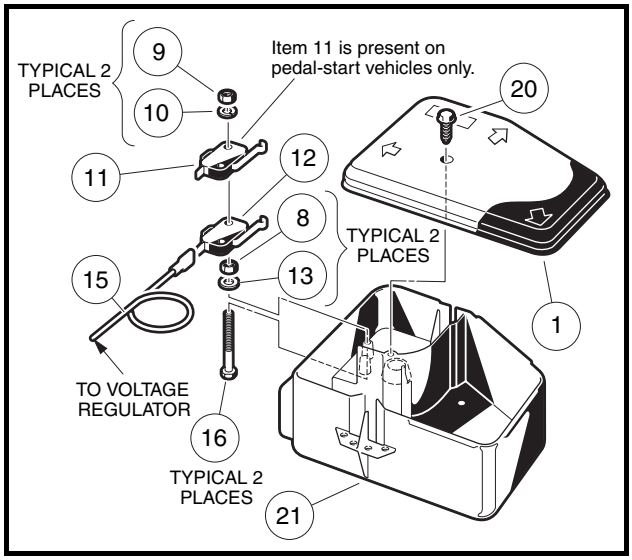

Figure 12-18 Accelerator Pedal and Kill Limit Switches – Pedal-Start Vehicles
2. Remove electrical component box cover **(Figure 12-18, Page 12-17)**.
2. Remove electrical component box cover (1) **(Figure 12-18, Page 12-17)**.
3. **Pedal-Start vehicle:** Remove the two nuts (9) and washers (10) securing the accelerator pedal limit switch (11). Do not disconnect the wires attached to switch (11) **(Figure 12-18, Page 12-17)**.
4. Disconnect the two white/black wires and the black wire from the kill limit switch (12).
5. Remove the kill limit switch (12).
1. Install the kill limit switch (12) onto the two screws (16) **(Figure 12-18, Page 12-17)**.
2. Connect the two white/black wires to the common (COM) terminal and the black wire to the normally open (NO) terminal of the kill limit switch (12) and place the switch on the mounting screws located in the electrical component box. Place the accelerator limit switch (11) on the mounting screws located in the electrical component box.
3. Secure the switch(es) using two washers (10) and two nuts (9). Tighten to 5 in-lb (0.6 N·m). **See following CAUTION.**